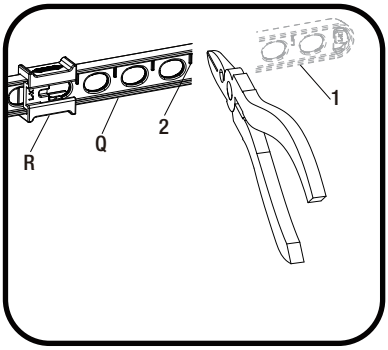

Fig 2
- Once you have identified the proper hole in the lift rod strap (Q) that is necessary for your installation, you may cut off the bottom portion (1) of the lift rod strap (Q) by snapping off with pliers or cut off with a saw at the cutting point (2), as shown in the Fig 2. Ensure the clip (R) does not slide off the lift rod strap (Q).